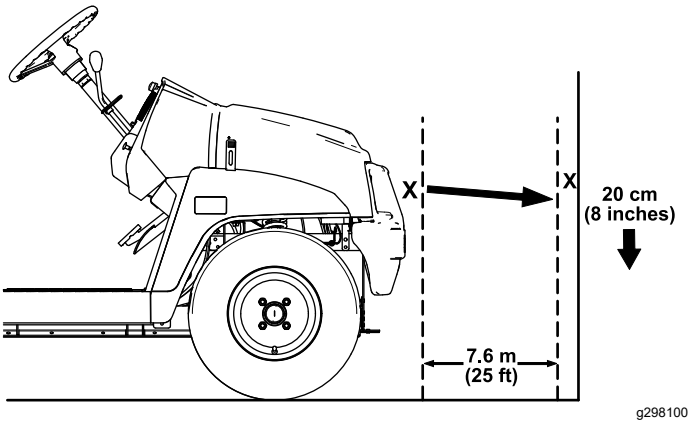

Figur 46
1. Parkera maskinen på ett plant underlag med strålkastarna ca 7,6 m från en vägg (Figur 46).
Den ljusstarkaste delen av ljuskäglan ska vara 20 cm nedanför markeringen du gjorde på väggen (Figur 46).